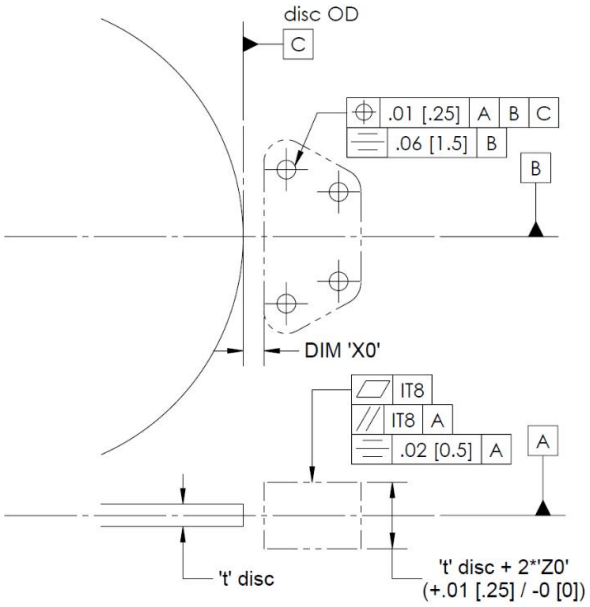

Figure 4: Brake bracket form requirements
The mounting surface must be flat to ISO tolerance grade IT8 and parallel to the brake disc. Reference Figure 4 for the required form tolerances. See Appendix A for a complete set of dimensions.
5. Position the brake so that the outer radius of the brake shoe is in full contact with the Disc. Ensure proper radial clearance per Figure 4.